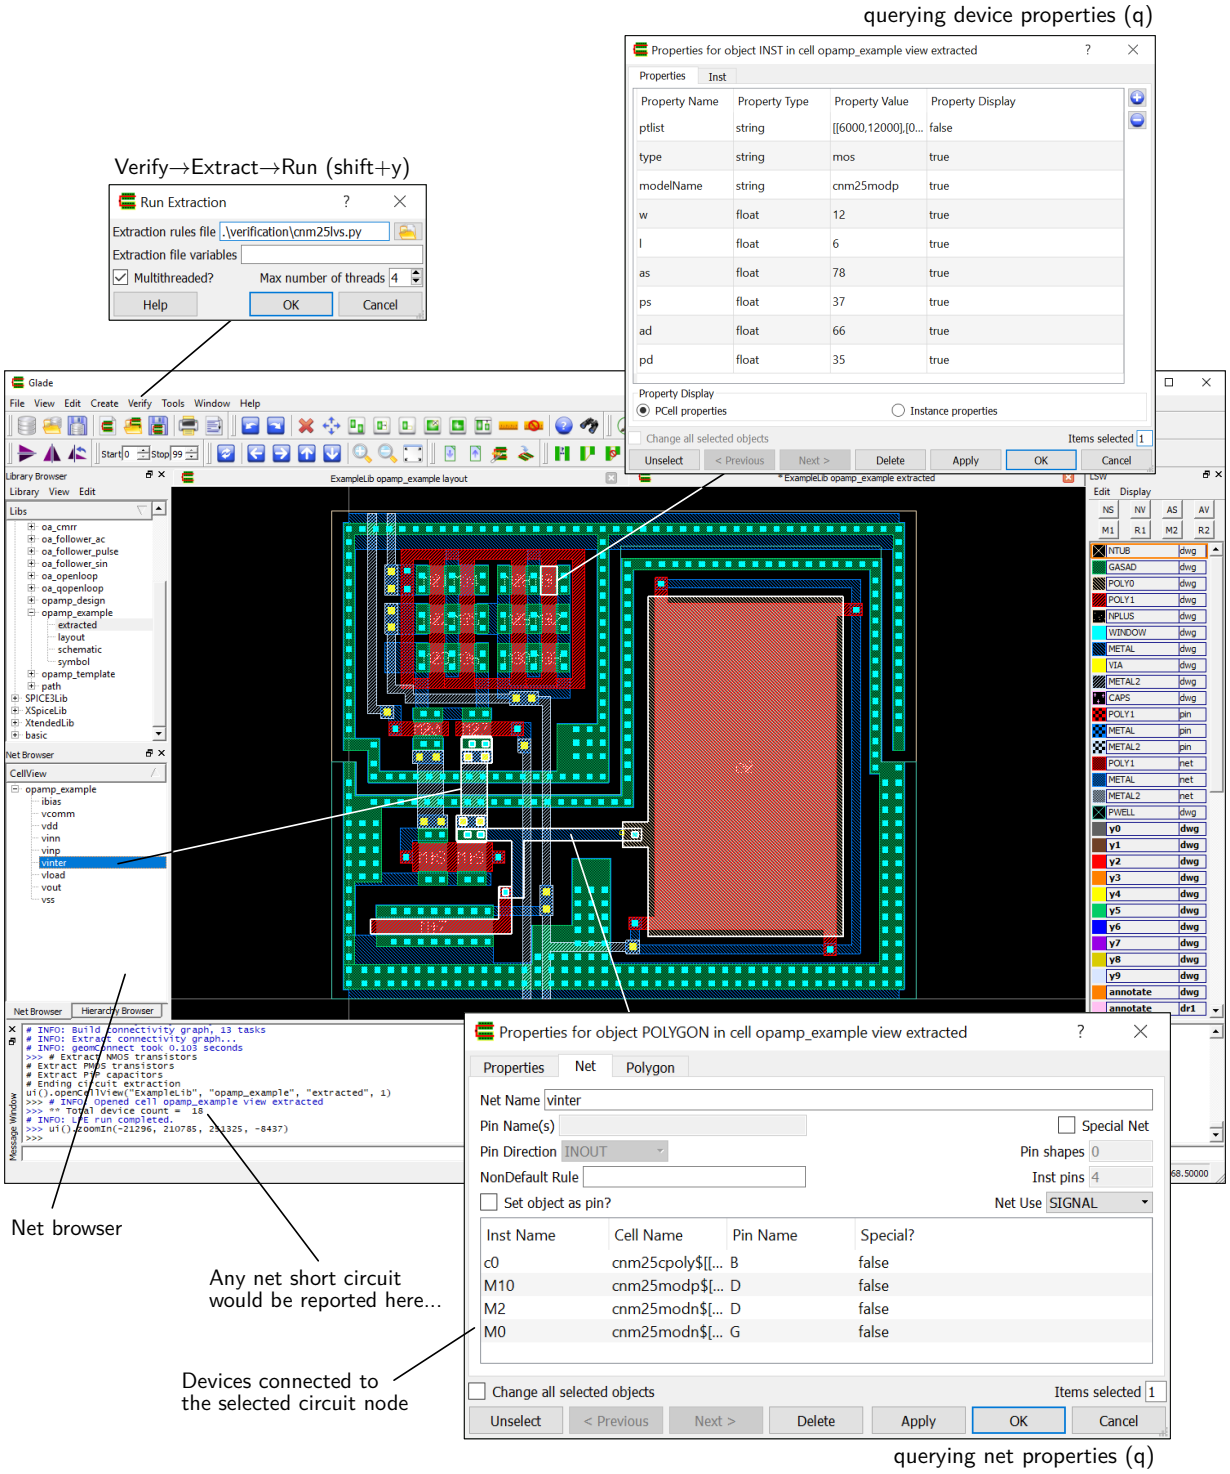

Figure 38 | Glade ERC inspection for `ExampleLib`→`opamp_example`→`extracted`.
As a result of the extraction process, Glade creates the `extracted` view of your cell layout and reports any short-circuit between labeled nets in the message window. However, the above extraction script does not identify other types of electrical errors (e.g. open circuits). For such a purpose, the net browser of Fig. 38 can be used as an interactive electrical rule checker (ERC), since it highlights the physical location of a given net, including multi-layer nets. Also, the list of device terminals attached to a particular circuit net can be easily explored through the query function. In consequence, the ERC steps are as follows:
4. Inspect for any noticeable ERC error, as depicted in Fig. 38.
Figure 41 | Glade `ExampleLib`→`opamp_example`→`schematic` view of the OpAmp layout example used in Fig. 38 before (a) and after (b) including the corresponding layout dummy devices.